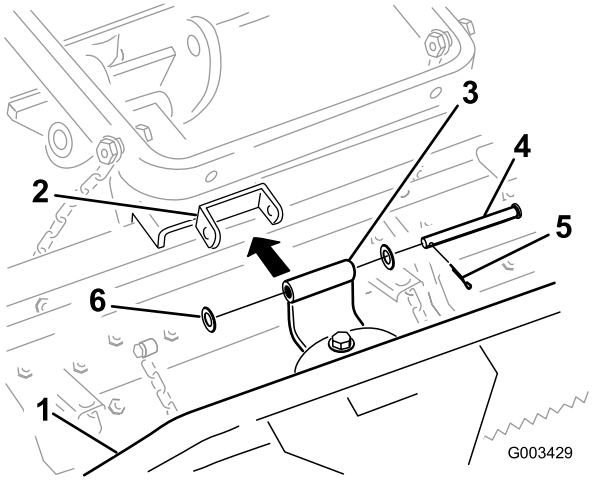

Figura 5
2. Conecte el soporte/pivote al rastrillo de dientes según se muestra en Figura 5 con un pasador (1/2 x 4-1/2 pulgadas), 2 arandelas (0,531 x 1,063), y una chaveta.